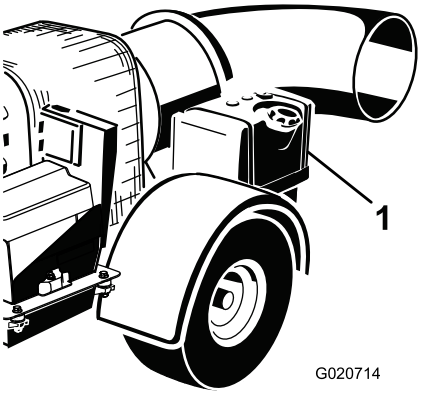

**Figur 9**
2. Rengør området omkring brændstoftankens dæksel, og fjern dækslet (Figur 9).